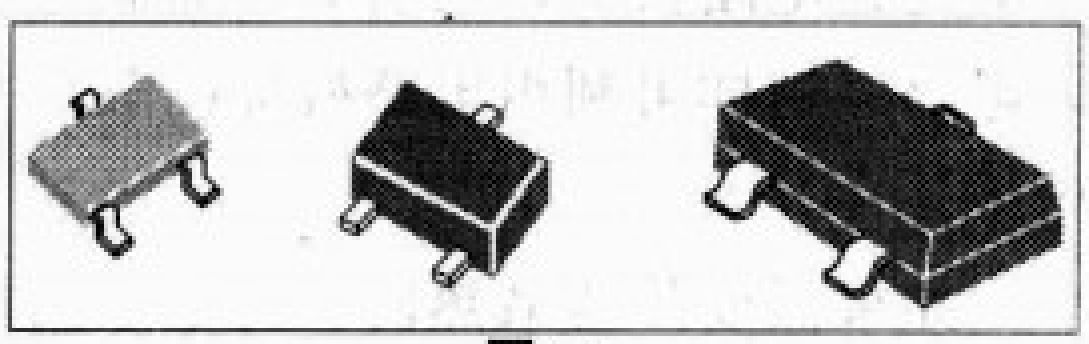
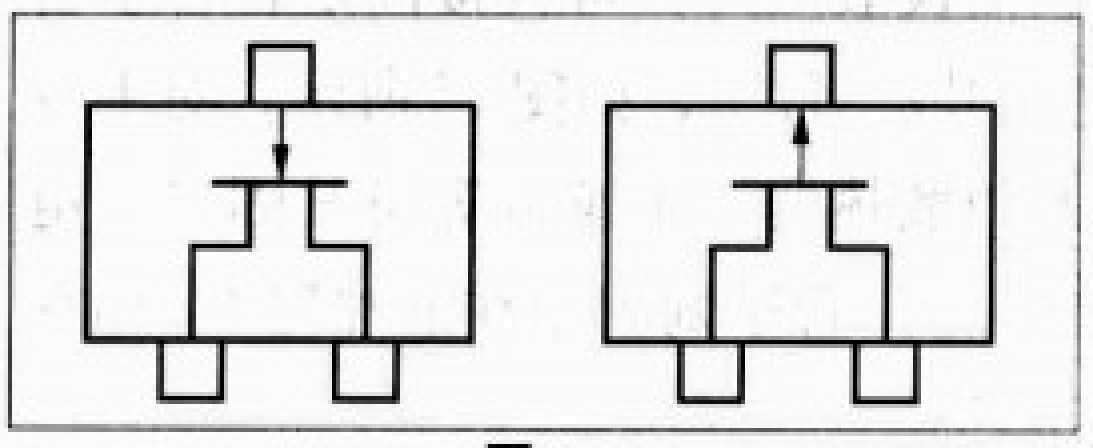

图15
图16
3.片式场效应管是表面安装器件，主要封装形式有SOT−23型、SOT−103型、SOT−89型等。片式场效应管外形如图15所示，内电路结构如图16所示。